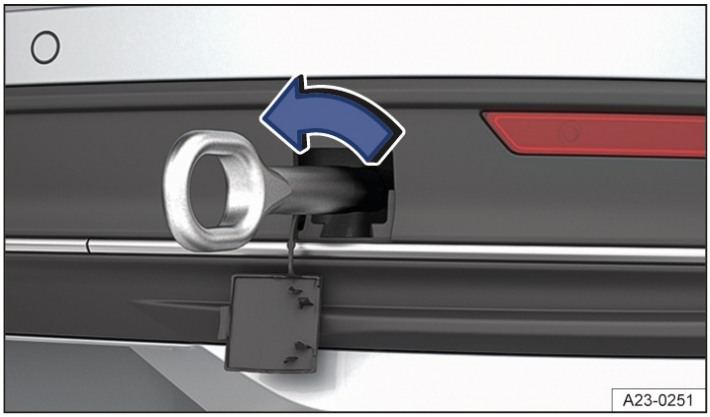

Fig. 3 In the right rear bumper: Screw in towing eye, variant 1.
4. Rotate the towing eye in the direction of the arrow as far as possible to install it in the mount→ *fig. 3* , →⚠.